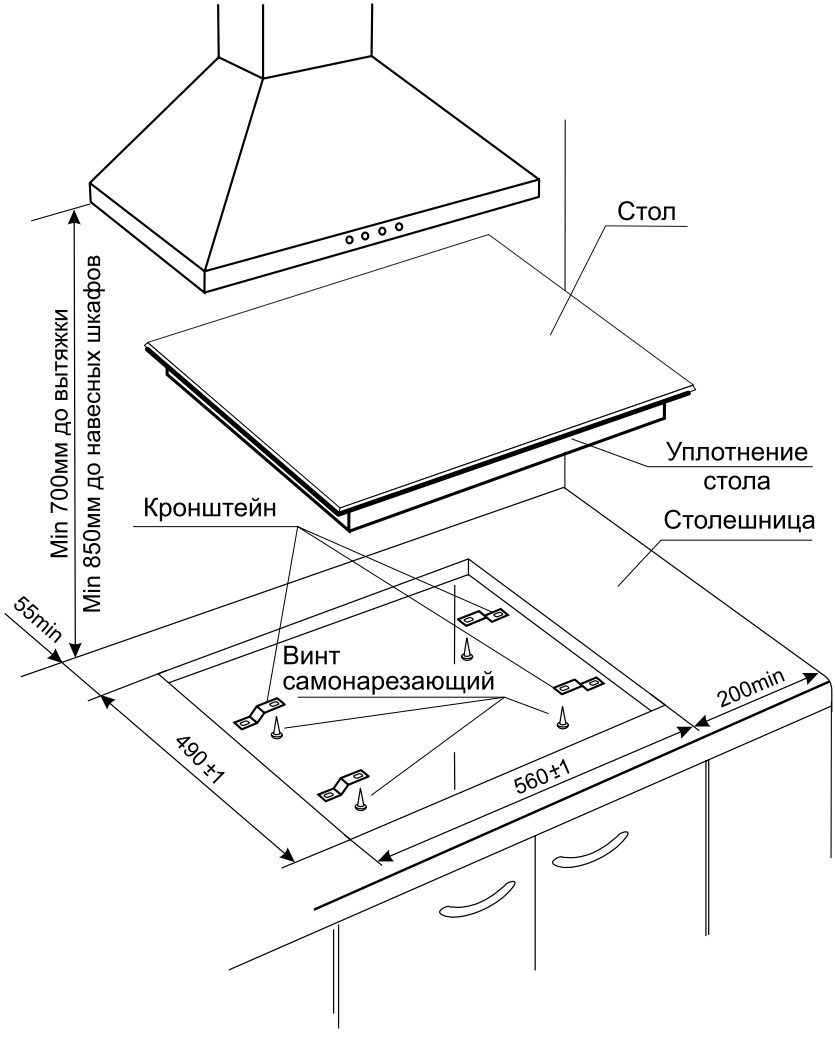

Рис. 23
1. Точно разметить на столешнице контур проема под встраиваемый стол (рис.23). Толщина столешницы - min 30 мм, max 50 мм.